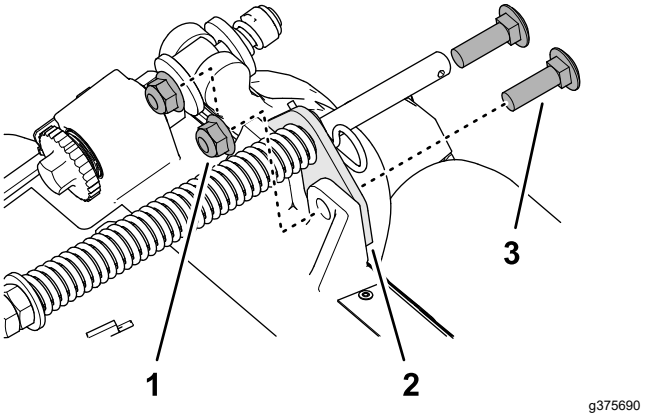

Рисунок 17
2. Удалите 2 фланцевые контргайки (⅜ дюйма) и 2 каретных болта (⅜ x 1¼ дюйма), которые крепят кронштейн компенсатора состояния грунта к раме режущего блока (Рисунок 17).